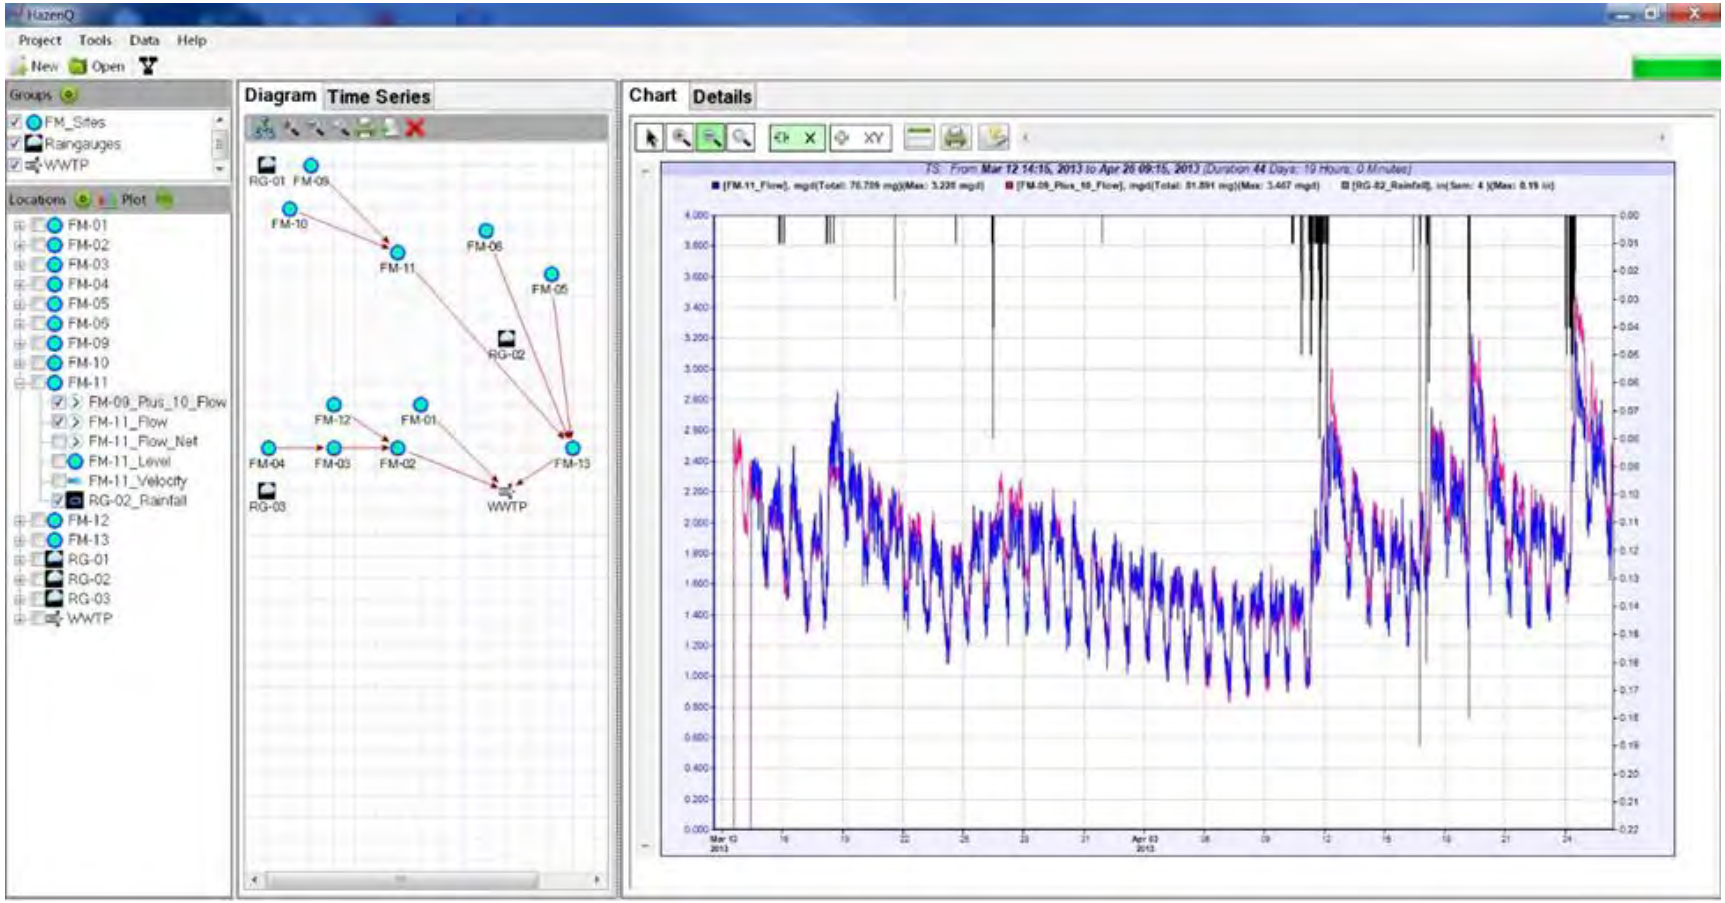
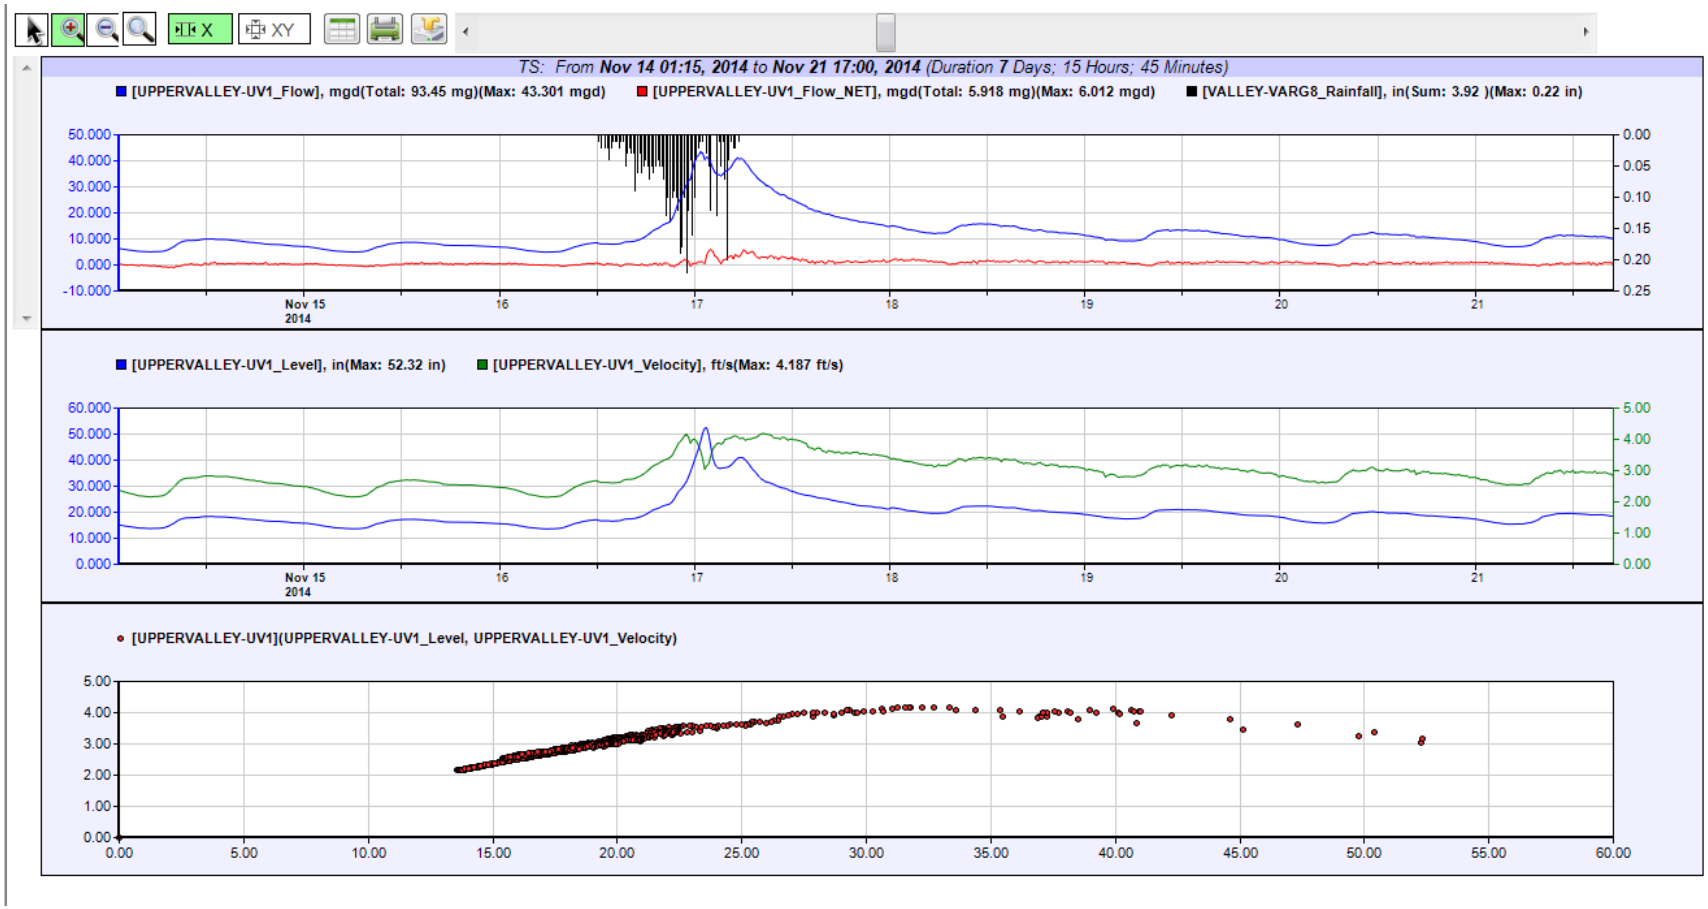

**Figure 9.HazenQ Screenshot Showing Combined Upstream Flow Compared to Downstream Meter**
**Figure 10. HazenQ Screenshot Showing the Downstream Meter Flow and the Net Flow to the Meter After Subtracting Upstream Meters**
**Figure 9** on the following page shows how two meters were added together into one hydrograph and compared to a single downstream monitor. **Figure 10** shows how flow monitor subtraction can be used to create a new hydrograph representing the net contribution to a downstream monitor. Not only can the user graphically observe the comparison, flow metrics can be seen on the screen, such as peak flows and total flow volume. This allows quantification of the comparison at a glance, and will enable the County to better and more quickly leverage its flow data into information it can use to make more informed decisions.